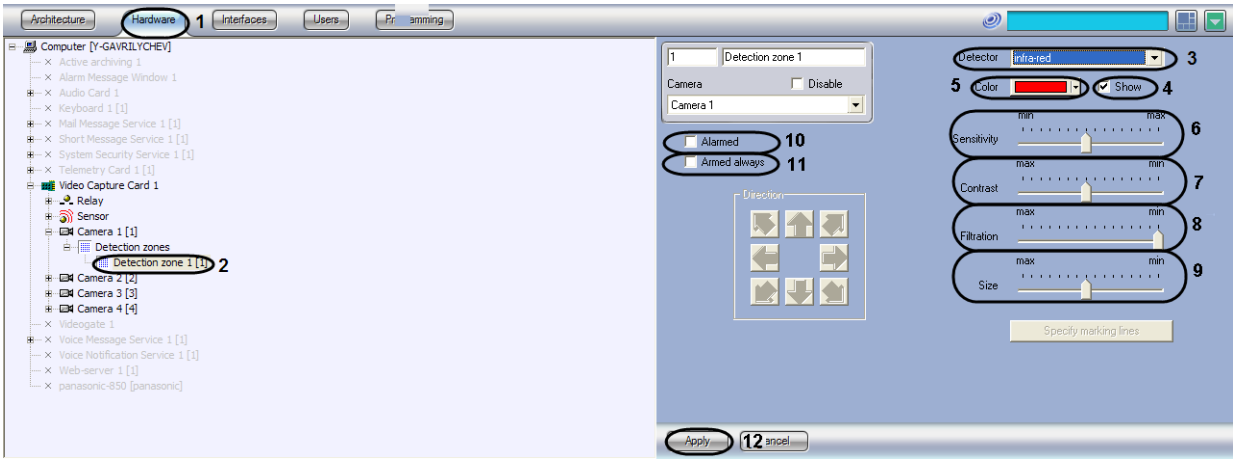

Figure 8.4-64 Configuring Infrared detection tool
1. Go to the “Hardware” tab in the “System settings” dialog box (Figure 8.4-64, 1)
2. Select the “Detection zone” object corresponding to the required detection tool, on the “Hardware” tab in the objects tree (Figure 8.4-64, 2). The settings panel for the selected object appears on the right of the “Hardware” tab.
3. Enable the infrared detection tool (see the “Enabling, configuring and disabling video detection tools” section) or select the infrared detection tool registered earlier (Figure 8.4-64, 3).
4. By default, detected moving objects are dynamically framed. If a moving object is not to be framed, set the “Show” checkbox unchecked (Figure 8.4-64, 4).
5. To change the framecolor for outlining the moving object, left-click the “Color” field (Figure 8.4-64, 5). Select the required color in the “Color” dialog box and click “OK”.
6. Set the “Sensitivity” slider to the position corresponding to the minimal value of the average brightness of the moving object which triggers the detection tool by its motion (Figure 8.4-64, 6).
7. Set the “Contrast” slider to the position corresponding to the minimal value of the contrast which triggers the detection tool by its motion (Figure 8.4-64, 7).
8. Set the “Filtration” slider to the position corresponding to the minimal rate of object motion, which triggers the detection tool (Figure 8.4-64, 8).When the slider is set to the “Min” position,the detection tool triggers by objects moving at any rate.
9. Set the “Size” slider to the position corresponding to minimal size of the object, which triggers the detection tool (Figure 8.4-64, 9). The size of the object is given in portion relating to the overall area of the square. When there is motion of the object which size exceeds the given value, motion detection tool switches to the alarm status.
10. To enable the auto recording option on an infrared detection tool alarm for the selected camera, set the “Alarmed” checkbox (Figure 8.4-64, 10).
11. To disable disarming of the abandoned objects detection tool by any user (irrespectively of his rights), set the “Armed always” checkbox (Figure 8.4-64, 11).
12. Click the “Apply” button (Figure 8.4-64, 12).